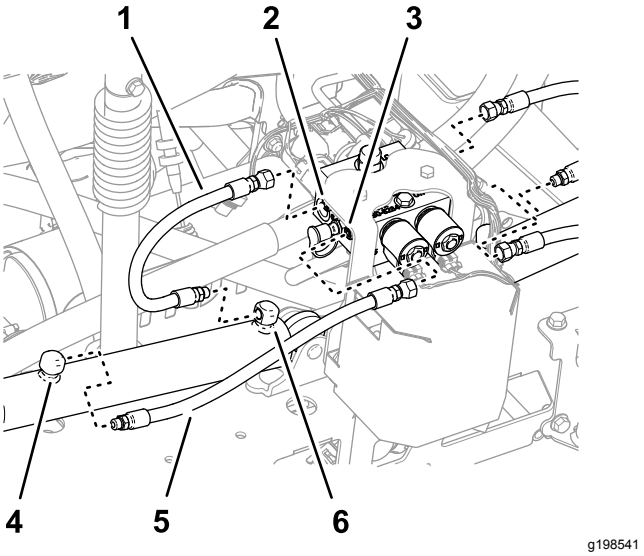

Figur 37
1. Fjern slangene fra forlengelsesportene på venstre og høyre løftesylinder (Figur 37).
2. Fjern slangene fra portene C2 og C4 på løftesylindermanifolden (Figur 37).
3. Fjern slangene fra tilbaketrekkingsportene på venstre og høyre løftesylinder (Figur 37).
4. Fjern slangene fra portene C1 og C3 på løftesylindermanifolden (Figur 37).